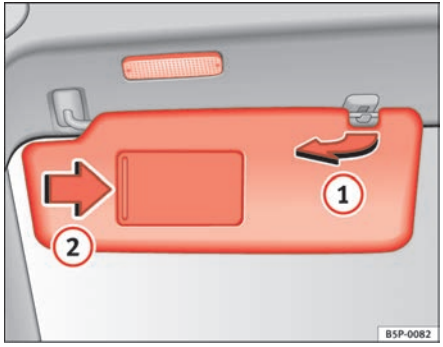

Fig. 83 Sun visor on the driver side
The sun visors for the driver and the front passenger can be pulled out of their mountings in the centre of the vehicle and turned towards the doors ⇒ fig. 83 (1).